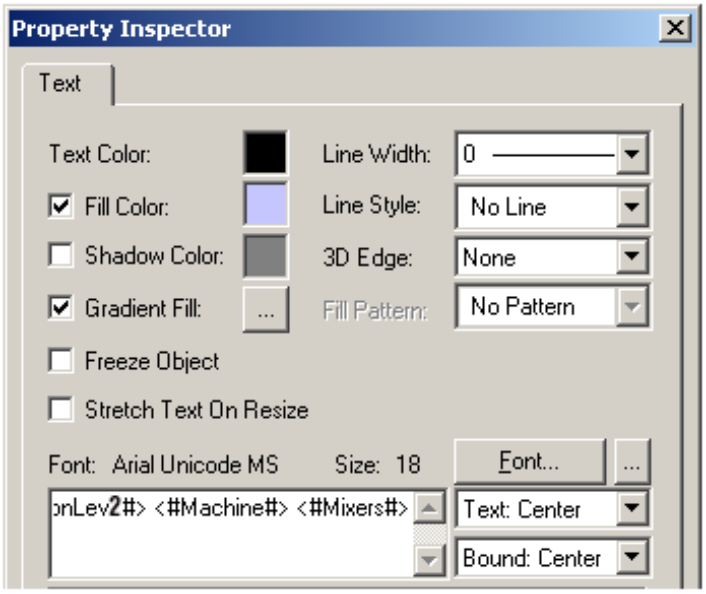

Figure L13.19 - Text Label Property Inspector
23. Your Property Inspector should look similar to Figure L13.19.